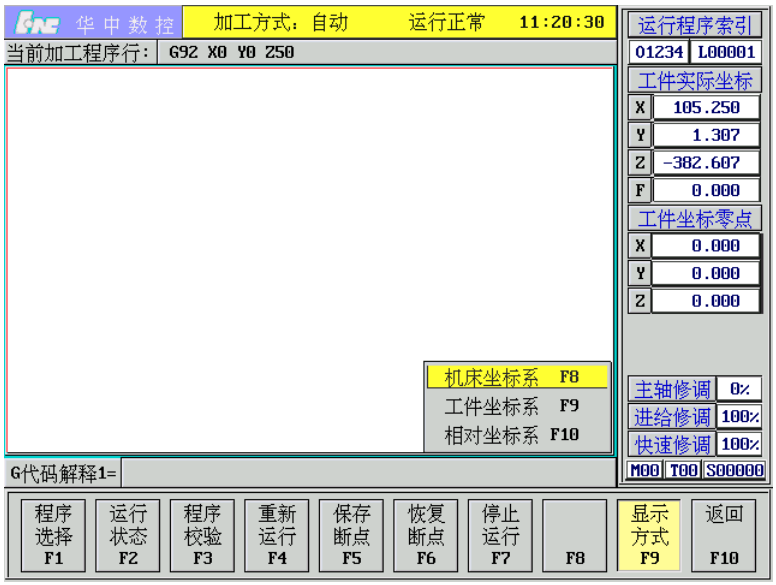

图 8.2.3　选择坐标系
(2) 按 Enter 键，弹出如图 8.2.3 所示坐标系菜单；
(3) 用▲、▼选择所需的坐标系选项；
(4) 按 Enter 键，即可选中相应的坐标系。